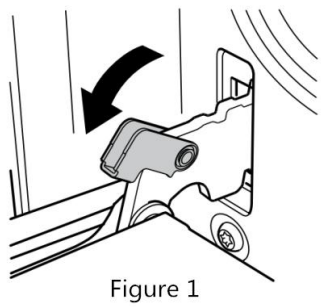

Figure 1
①Open the door to the maximum angle and pull the lock back at the hinge of the door(Figure 1). There are two locks on both sides of the oven door.